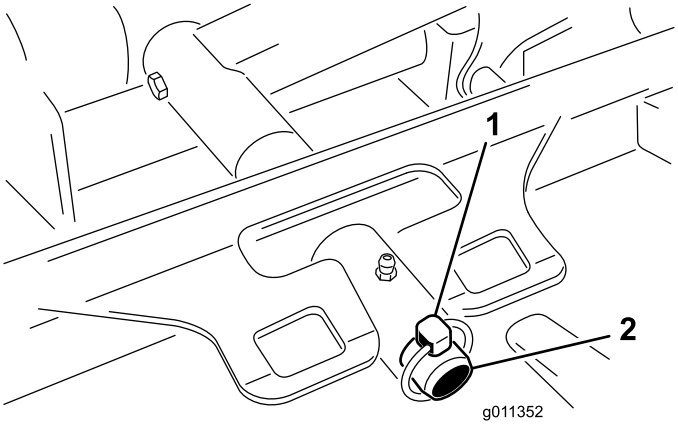

Figur 65
3. Fjern ringstiften, der fastgør klippeskjoldets bæreramme til løftearmens drejetap (Figur 65).
3. Skyd skjoldets bæreramme over på løftearmens drejetap. Fastgør den med ringstiften (Figur 65).